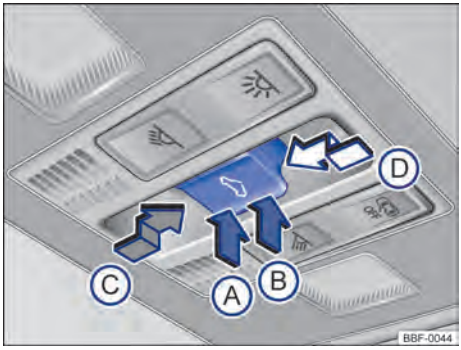

Fig. 64 No revestimento do teto: botões para teto solar e cortina de proteção solar.
– *Levantar o teto solar:* pressionar o botão → Fig. 64 Ⓑ até o primeiro nível. Curso automático: pressionar o botão Ⓑ até o segundo nível.
– Pressionar o botão ⌓ até o segundo nível → Fig. 64 Ⓓ, até que o teto de vidro esteja totalmente fechado.